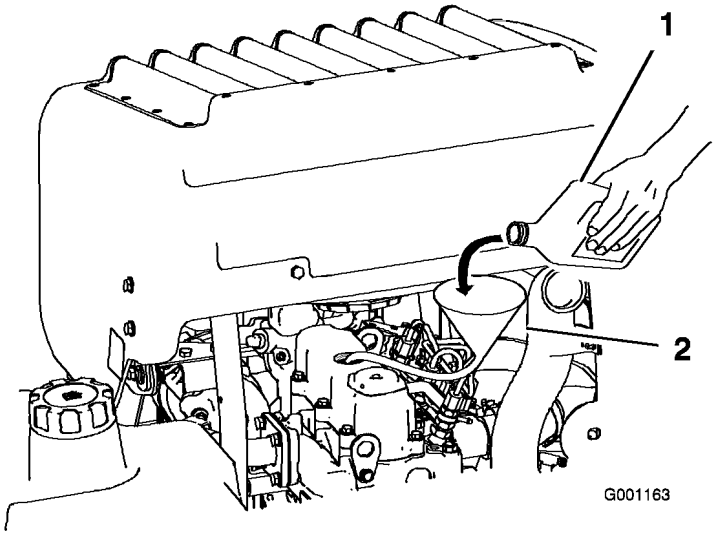

Figur 40
3. Der kan hældes olie på motoren ved hjælp af en slange og en tragt (Figur 40).